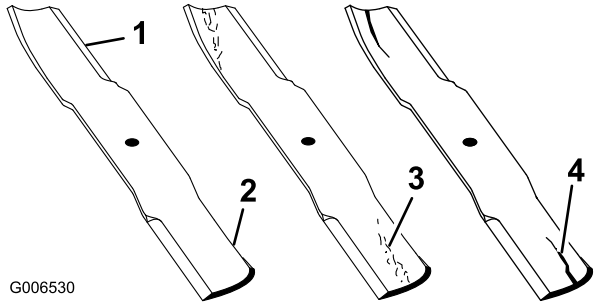

Figur 81
1. Kontrollera eggarna (Figur 81).
2. Kontrollera knivarna, speciellt den böjda delen (Figur 81).
Montera omedelbart en ny kniv om du upptäcker skador, slitage eller spårbildning i detta område (Figur 81).